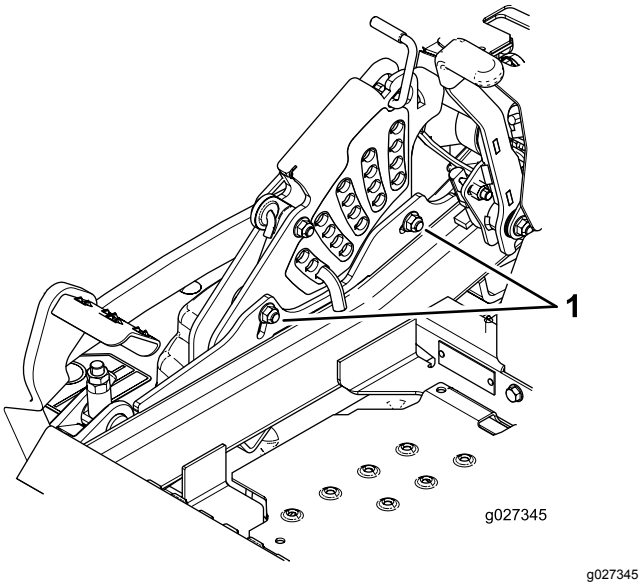

Figur 98
11. Hvis du vil justere ettrinnsjusteringsenheten, må du løsne de to boltene nederst på klippehøydeplaten (Figur 98).
13. Trekk til de to boltene nederst på klippehøydeplaten (Figur 98).